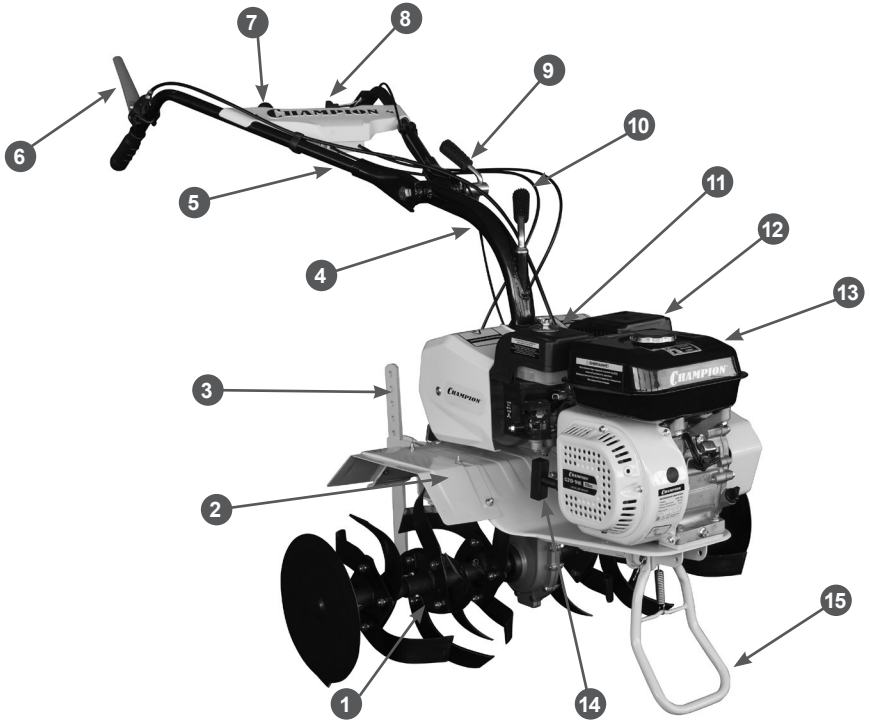

Рис. 1 Основные узлы и органы управления (вид спереди)
Расположение основных узлов и органов управления представлено на Рис. 1.
5. Установите правое и левое защитные крылья 2 (Рис. 1), используя болты и гайки из комплекта крепежа.
6. Установите рукоятки управления на мотоблок. Отрегулируйте положение рукояток по высоте и углу поворота, после чего затяните ручки регулировки рукояток 9 и 10 (Рис. 1).